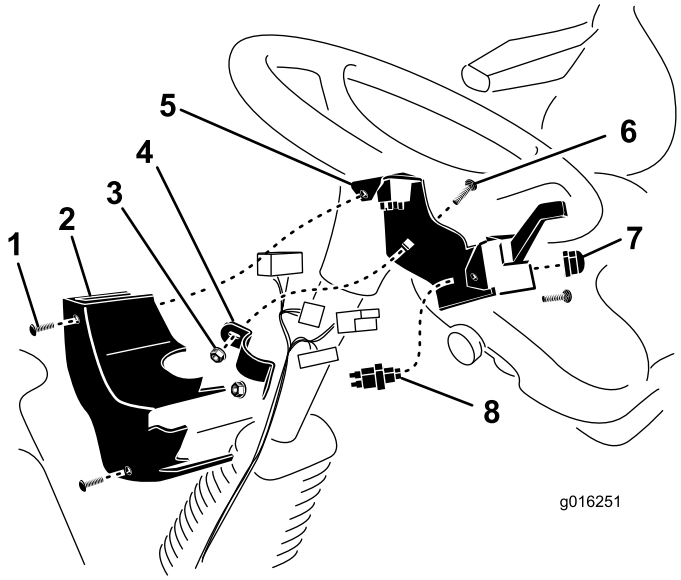

Figura 5
2. Monte el conjunto del soporte de la columna en la parte trasera de la columna de dirección con la abrazadera del soporte, 2 tornillos de cuello cuadrado de 3/8" x 1 pulgada y tuercas con arandela prensada de 3/8 pulgada. Coloque el soporte lo más alto posible en la columna de dirección, según se muestra en Figura 5. Asegúrese de que el soporte no obstruye el volante.
3. Después de conectar el arnés de cables a los interruptores, sujete la tapa a las dos tuercas rápidas del soporte con tornillos (Figura 5).